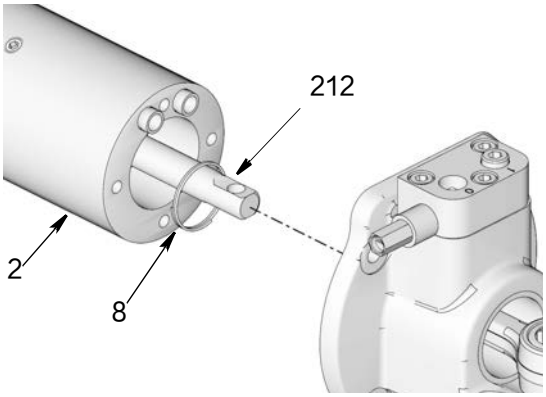

图 27
12. 将位移杆 (212) 与连接杆 (102) 分开并分开这些分段。将分段 (102) 置于安全位置。以备重装 (图 27)。